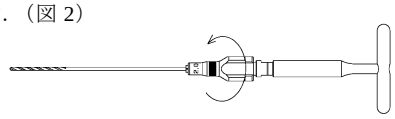

図 2
1) 2.0 ドリルの後端に 2.0 ドリルチャックを接続し，ガイドピンチャック用ソケットレンチを用いて確実に固定します．（図 2）